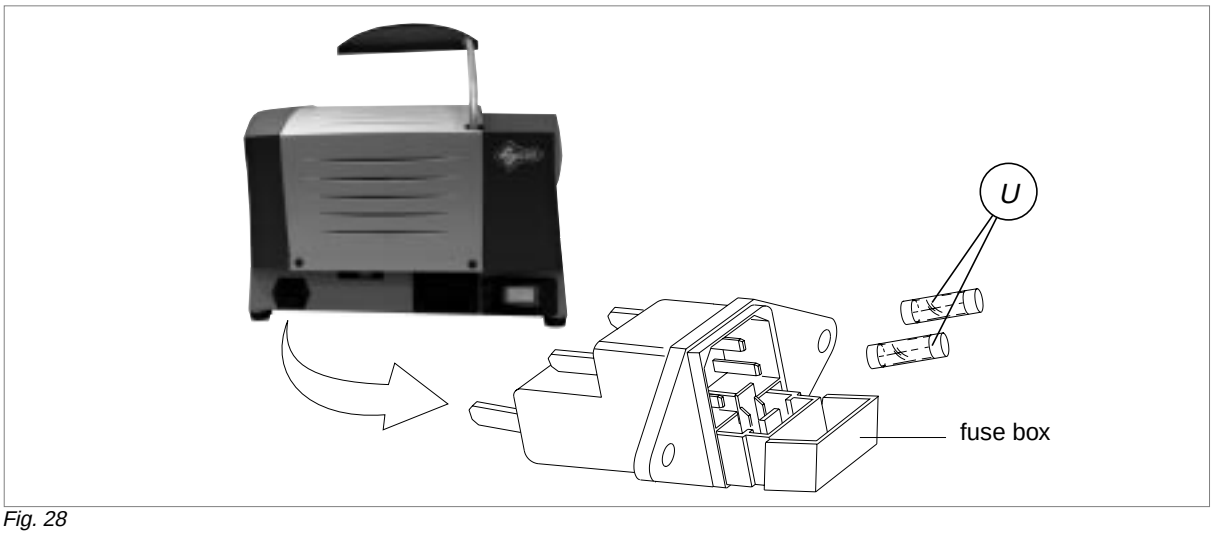

Fig. 28
3) Remove the fuses box placed below the key-cutting machine socket (fig.28).
4) Replace the fuses (U).